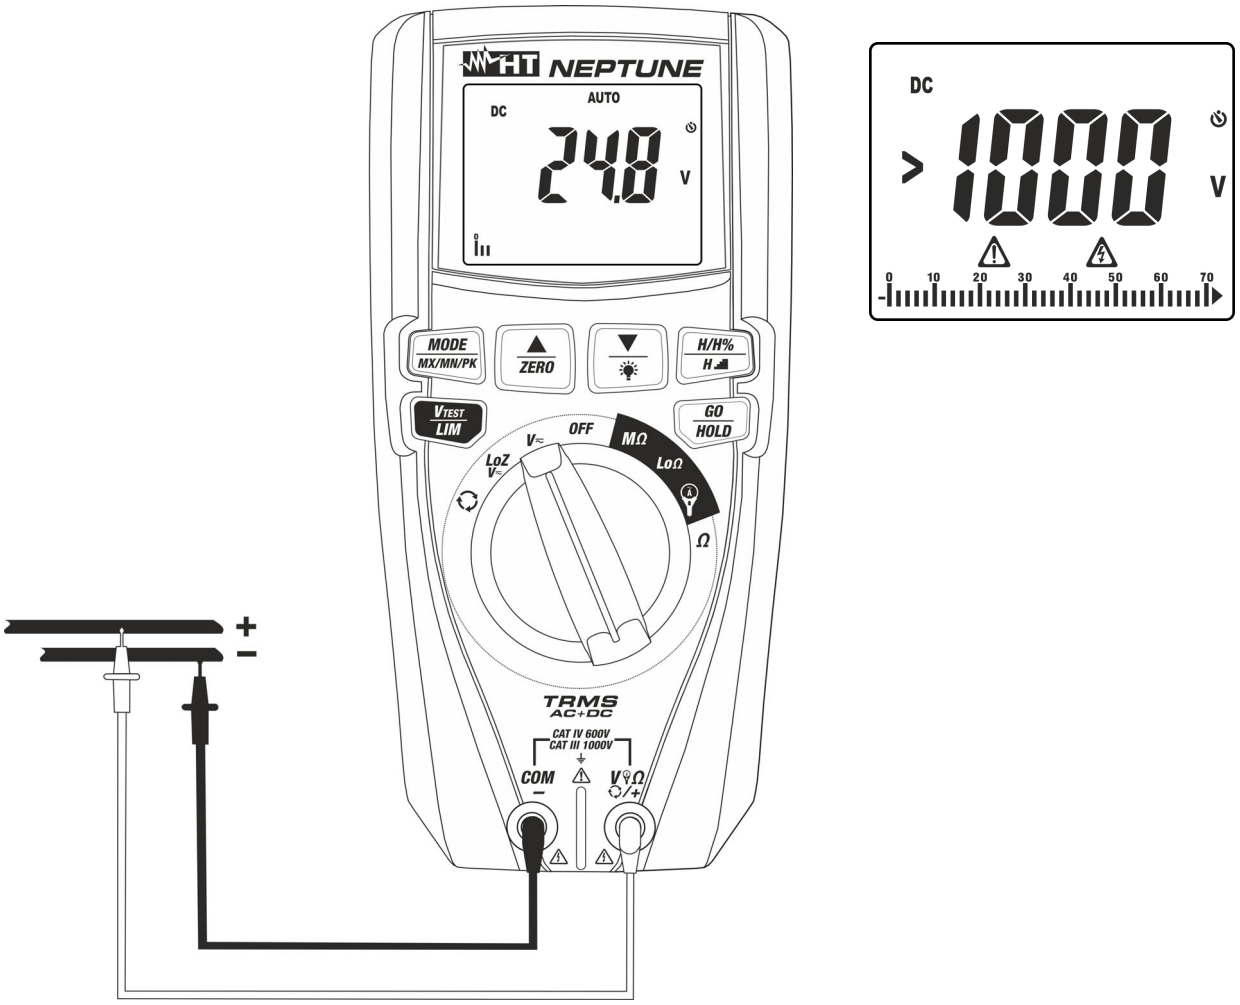
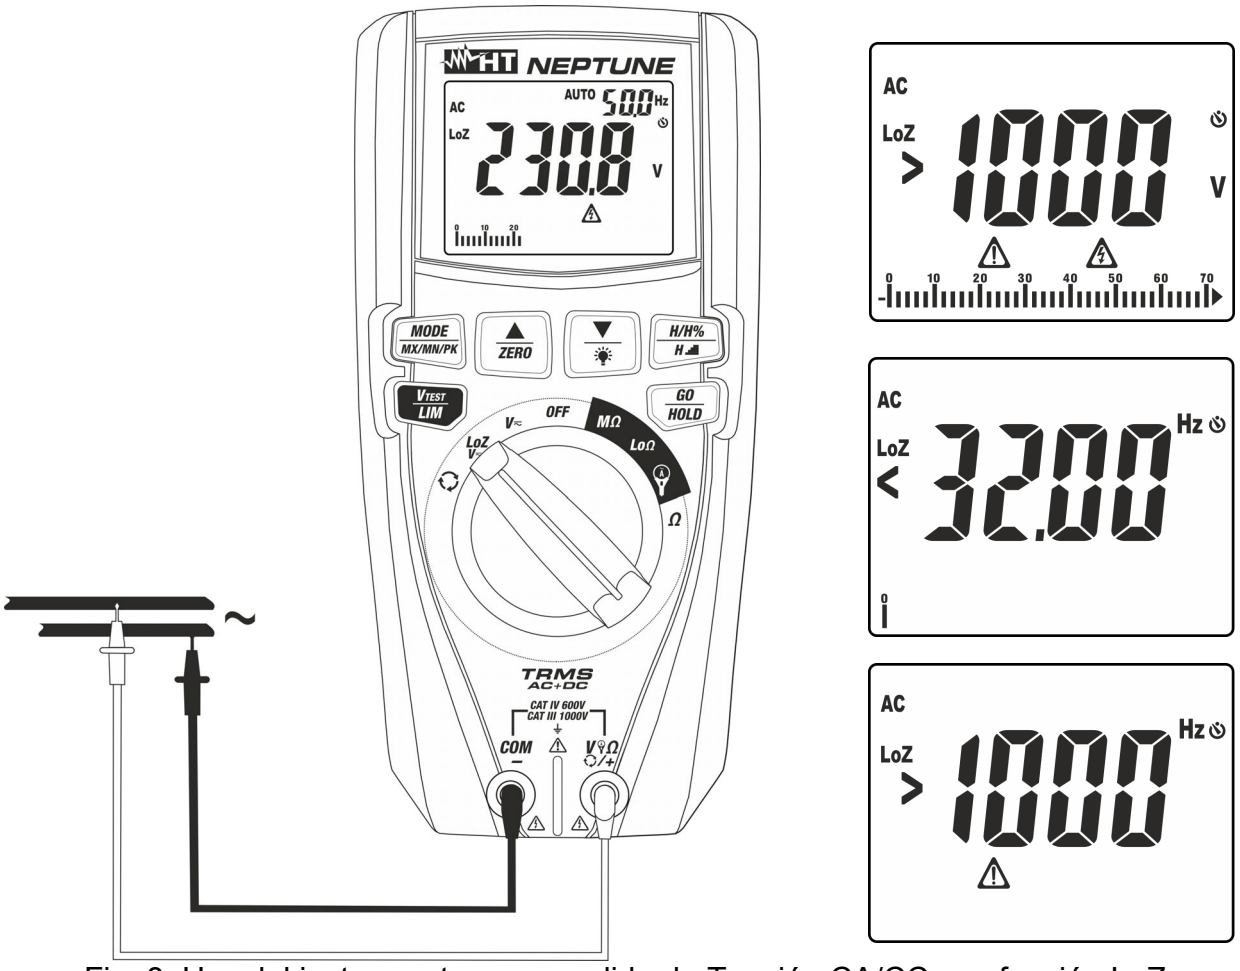

Fig. 6: Uso del instrumento para medida de Tensión CC
Fig. 8: Uso del instrumento para medida de Tensión CA/CC con función LoZ
3. Posicione la punta roja y la punta negra respectivamente en los puntos a potencial positivo y negativo del circuito en examen (ver la Fig. 6). El valor de la tensión se muestra en el visualizador
4. Si en el visualizador se muestra el mensaje "**>1000V**" (ver la Fig. 6) se ha alcanzado el fondo escala del instrumento
5. La visualización del símbolo "**-**" en el visualizador del instrumento indica que la tensión tiene sentido opuesto respecto a la conexión de Fig. 6.
4. Posicione la punta roja y la punta negra respectivamente en los puntos del circuito en examen (ver la Fig. 8) para la medida de tensión CA o bien en los puntos a potencial positivo y negativo del circuito en examen (vea el Fig. 6) para medida de tensión CC. El valor de la tensión se muestra en el visualizador. En la parte superior derecha del visualizador se muestra el valor de la frecuencia de la tensión. Pulse la tecla **MODE/MXMNPK** para visualizar el valor de la frecuencia con mayor resolución
5. Si en el visualizador se visualizan los mensajes "**<32Hz**" o “**>1000Hz**” (vea la Fig. 8) el valor de la frecuencia está fuera del intervalo de medida **32Hz ÷ 1000Hz**
6. La visualización del símbolo "**-**" en el visualizador del instrumento indica que la tensión tiene sentido opuesto respecto a la conexión de Fig. 6